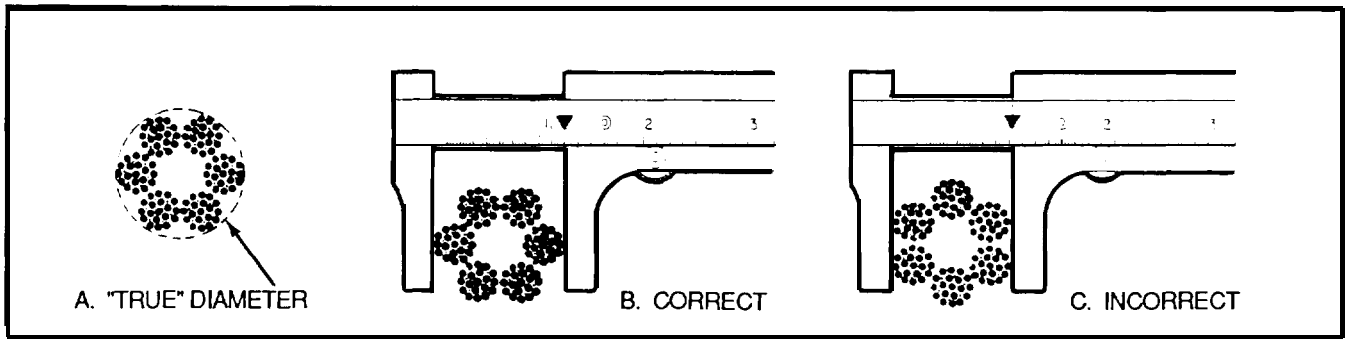

Figure 4-21. *How to Measure (or caliper) a Wire Rope*
It is most important to check the diameter of the delivered rope before installation. This is to make certain that the rope diameter meets the specified requirements for the given machine or equipment. With an undersize diameter rope, stresses will be higher than designed for and the probability of breaking the rope will be increased; an oversize diameter rope will wear out prematurely. This happens because of abuse to the rope caused by pinching in the grooves of the sheave and drum. In checking, however, the "true" rope diameter must be measured. And this is defined as the diameter of the circumscribing circle, i.e., its largest cross-sectional dimension. To insure accuracy, this measurement should be made with a wire rope caliper using the correct method (B, Figure 4-21). For measuring ropes with an odd number of outer strands, special techniques must be employed.
In measuring a wire rope correctly, always measure the larger dimension. The "true" diameter (A) lies within the circumscribed circle (B). Avoid using incorrect measurement position (C, Figure 4-21).